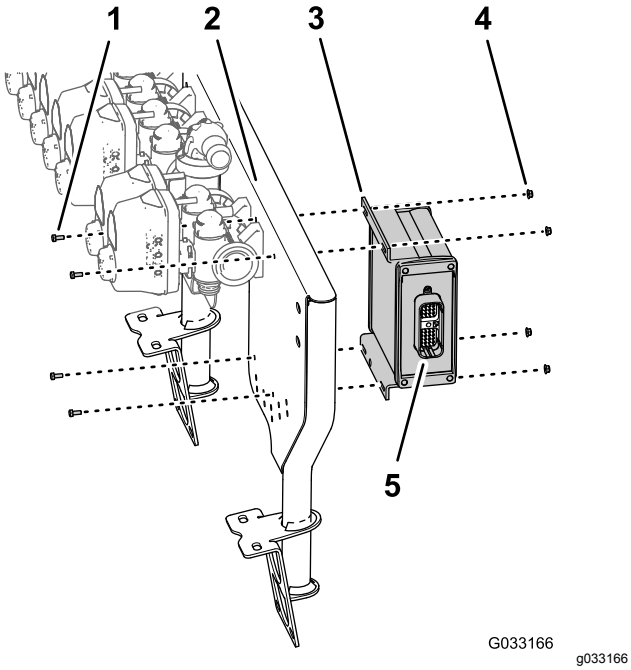

Figuur 86
1. Plaats de spuitbediening aan de voorzijde van de klepbevestiging, met de stekker met 40 pinnen naar buiten (Figuur 86).
2. Monteer de spuitbediening op de klepbevestiging (Figuur 86); gebruik hierbij de 4 bouten (4 x 10 mm) en 4 flensborgmoeren (4 mm).